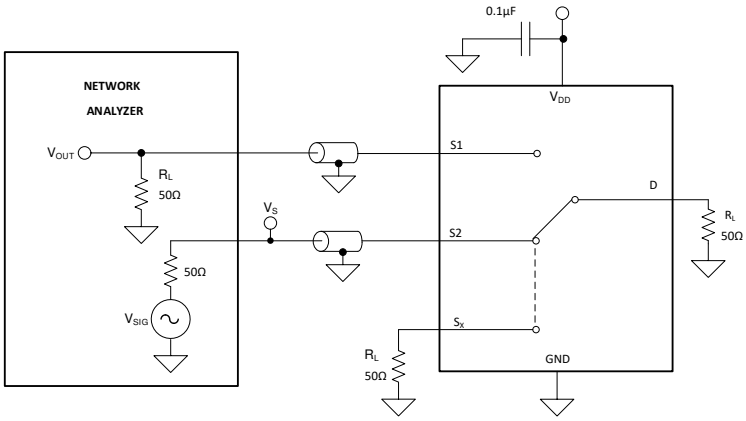

**图 8-9. Channel-to-Channel Crosstalk Measurement Setup**
Crosstalk is defined as the ratio of the signal at the drain pin (D) of a different channel, when a signal is applied at the source pin (Sx) of an on-channel. 图 8-9 shows the setup used to measure, and the equation used to compute crosstalk.